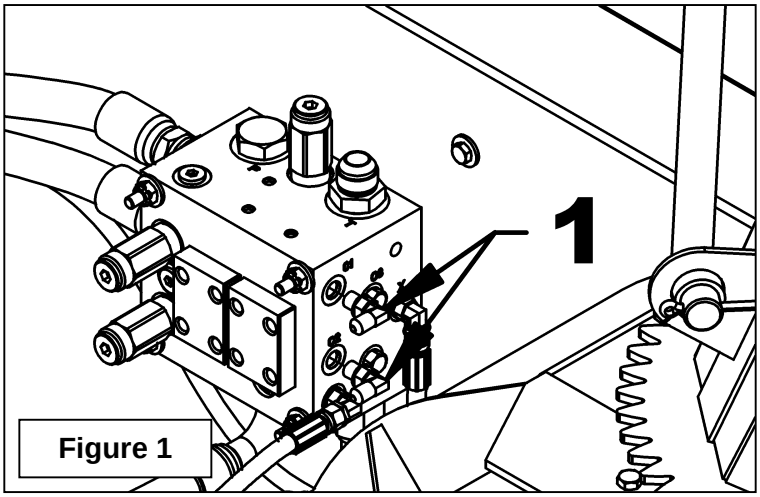

Figure 1
2. **Figure 1:** Retirer les deux bouchons des ports "C1" et "C2" du bloc hydraulique et les remplacer par des coudes 90° 7/16" ORB M. X 7/16 JIC M. (item 1) en les positionnant dans la direction illustrée.